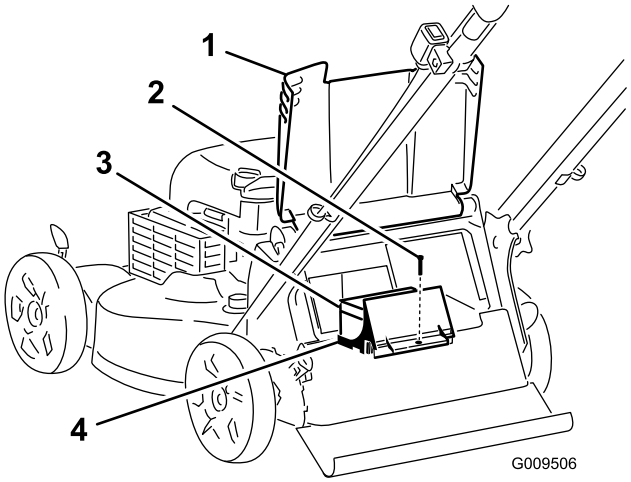

Figuur 25
1. Breng de afvoergeleider aan de achterzijde omhoog en ga naar het accucompartiment (Figuur 25).